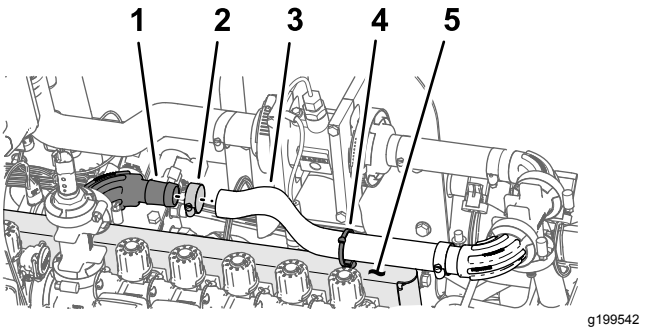

Figur 110
1. Monter slangen (1 x 16 tommer) over 90° flange-fittingen (1 tomme) som vist i Figur 110.
2. Fastgør slangen til flange-fittingen med en slangeklemme (Figur 110).
3. Monter kabelbåndet/skubbefastgørelsesanordningen i hullet øverst på ventilbeslaget som vist i Figur 110.
4. Fastgør kabelbåndet/skubbefastgørelsesanordningen (Figur 110) omkring slangen (1 x 16 tommer).